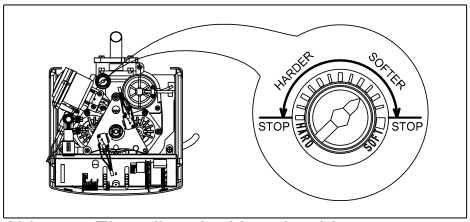

Abb. 6: Einstellen der Verschneidung
b) Die Enthärtungsanlage muss sich in der Betriebsstellung befinden (LED „Regeneration“ (**13**) ist aus). Regeneration durch Drücken der Regenerationstaste (**12**) starten (siehe Abb. 6). Die LED „Regeneration“ (**13**) leuchtet, gleichzeitig blinkt die LED „Umschaltung“ (**10**) im Takt des Stellantriebes. Nach 9 bis 10 Antriebstakten ist die Besalzungsstellung erreicht (Markierung „2“ am
– die LEDs der elektronischen Steuerung. Bei Störungen blinkt die rote LED (siehe Abb. 6).